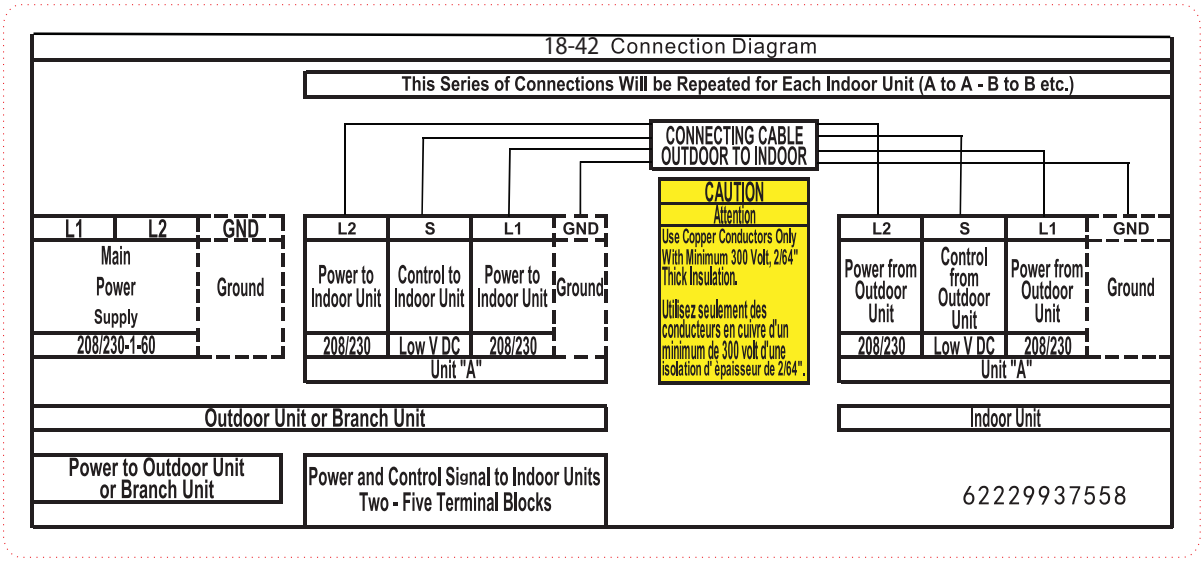

Fig. 19 – Connection Diagram Outdoor Multi–zone Sizes 18–42
6. Connect wiring from outdoor unit per connection diagram (see Fig. 19 and 20).